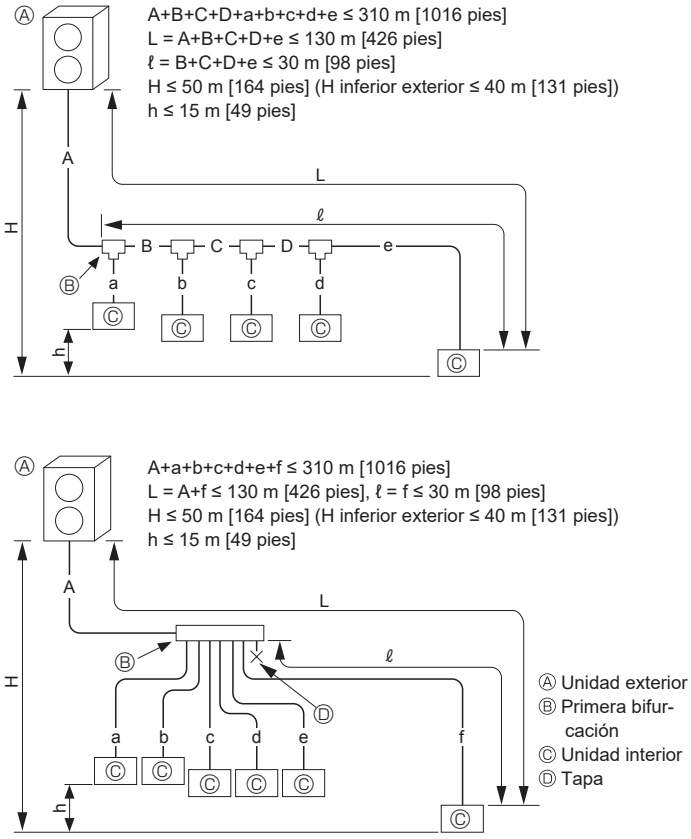

Fig. 4-1
4.2.1. Conexión sin caja de derivación (Fig. 4-1)